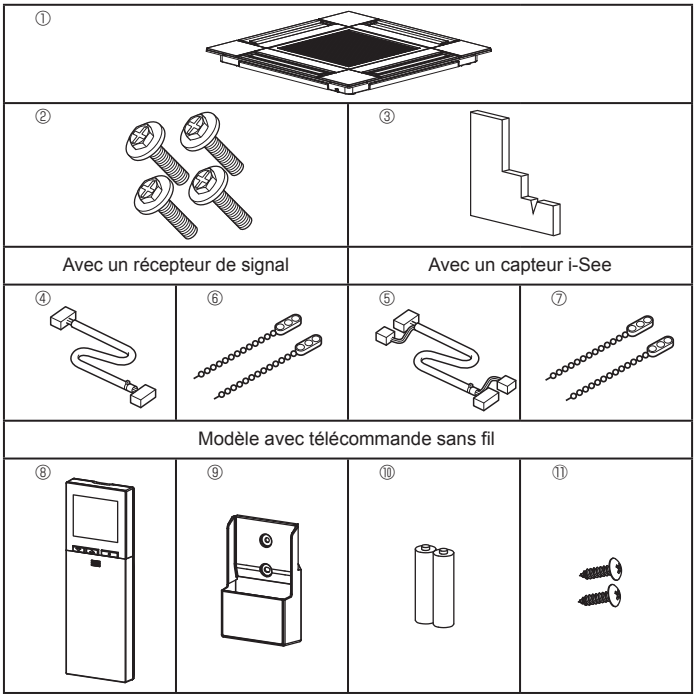

Fig. 10-1
10.1. Vérifiez la présence des accessoires de la grille (Fig. 10-1)